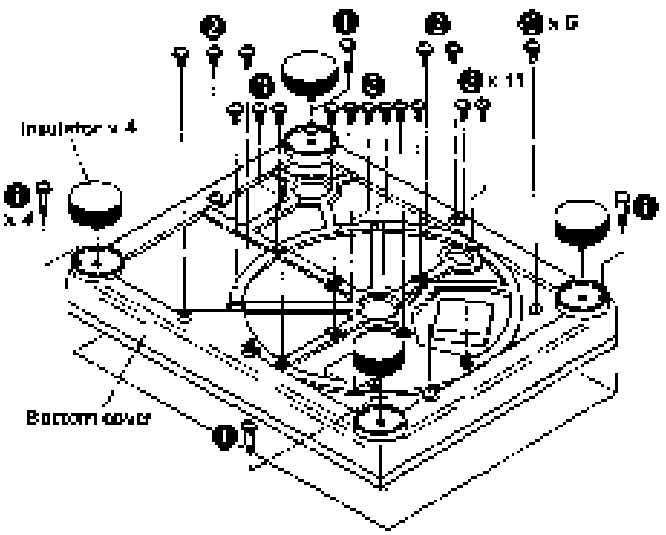

Fig. 1
3. Remove the insulators and the 21 setscrews (**Fig. 1** : ❶,❷,❸) of the bottom cover.